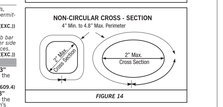

FIGURE 14
- ☐ Allowable stresses shall not be exceeded for materials used when a vertical or horizontal force of **250** lbs. is applied at any point on the grab bar, fastener, mounting device or supporting structure. Fig. 14